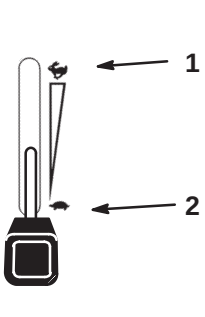

Figure 17
1. Débrayez la PdF (Fig. 17).
2. Réglez la manette d'accélérateur à mi-course entre les positions de ralenti et de régime maximum (Fig. 17).